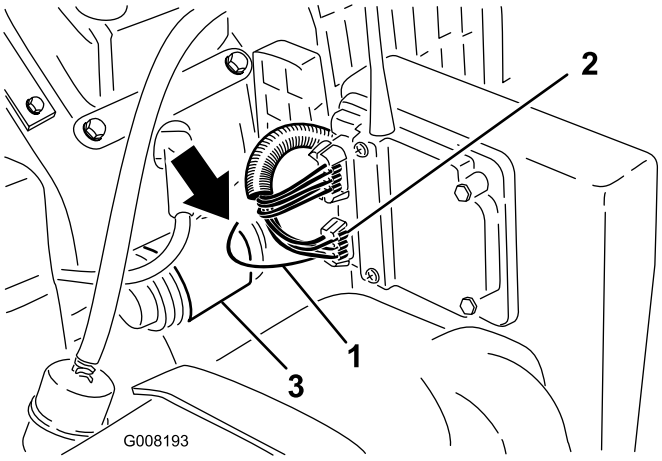

Figur 22
1. Find den gule ledning med den sorte stribe, som er ført ind i ledningsnetrøret, der kommer fra ledningsstikket med seks ben, på modtageren (Figur 22). Træk ledningen ud af røret.